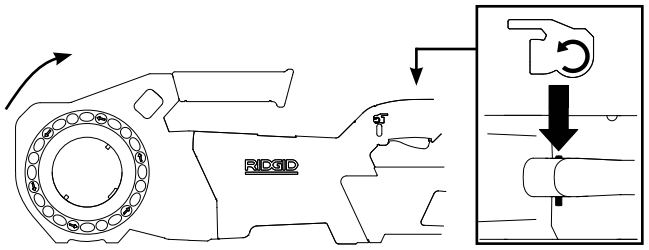

Abbildung 5A - Schalterstellung VORWÄRTS (im Uhrzeigersinn)
- Schieben Sie den Schiebeschalter Vorwärts/Rückwärts in die Position Vorwärts. Drücken Sie den EIN/AUS-Schalter und lassen Sie ihn wieder los. Vergewissern Sie sich, dass sich der Kraftantrieb in die richtige Richtung *(siehe Abbildung 5A)* dreht und beim Loslassen des Schalters anhält.